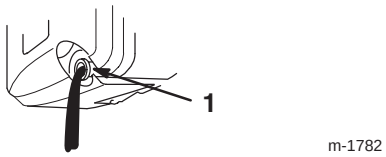

Abbildung 16
5. Den Rasenmäher auf die linke Seite kippen und das Öl in einen geeigneten Behälter ablaufen lassen (Abb. 16).